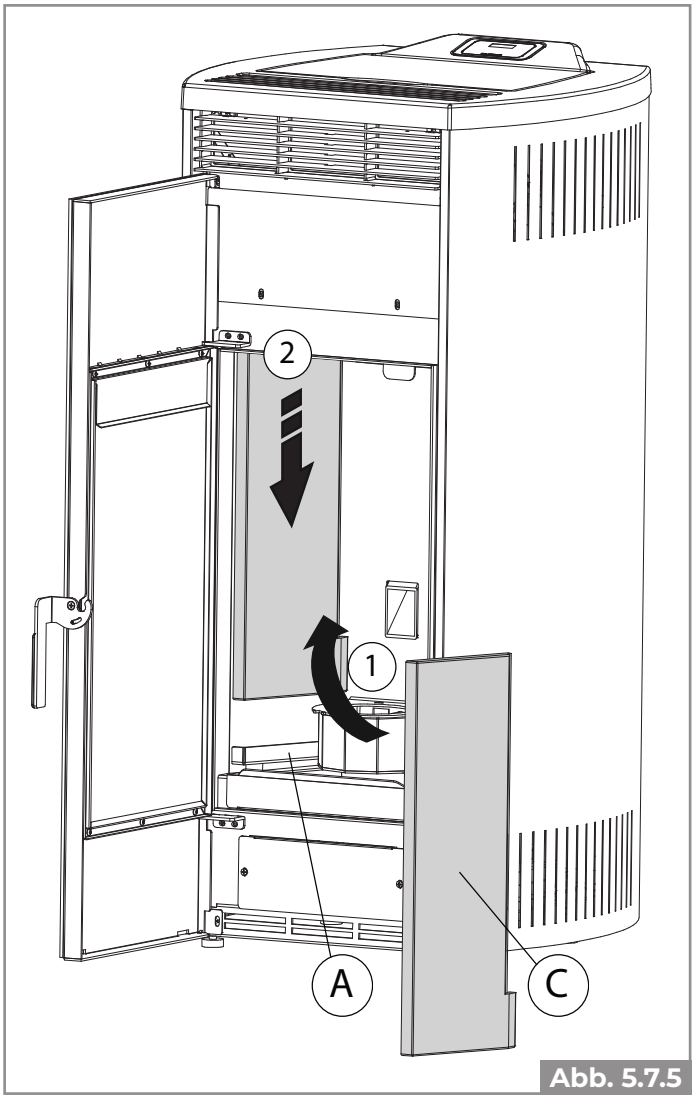

Abb. 5.7.5
- Platzieren Sie die linke feuerfeste Wand C in der Brennkammer, indem Sie den unteren Teil der Wand in das entsprechende Gehäuse der Halterung A einsetzen (**Abb. 5.7.5- Abb. 5.7.6**) verbinden